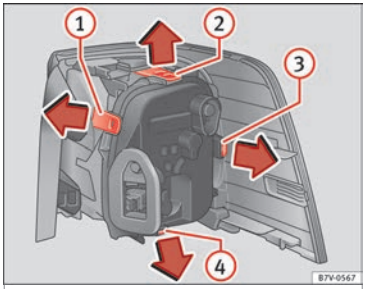

Fig. 220 Tail lights on bodywork: Remove the bulb holder. (1) to (4): Attachment tab
8.	To release the bulb holder, press on the attachment tabs ››› Fig. 220 (1) to (4) in the direction of the arrow.